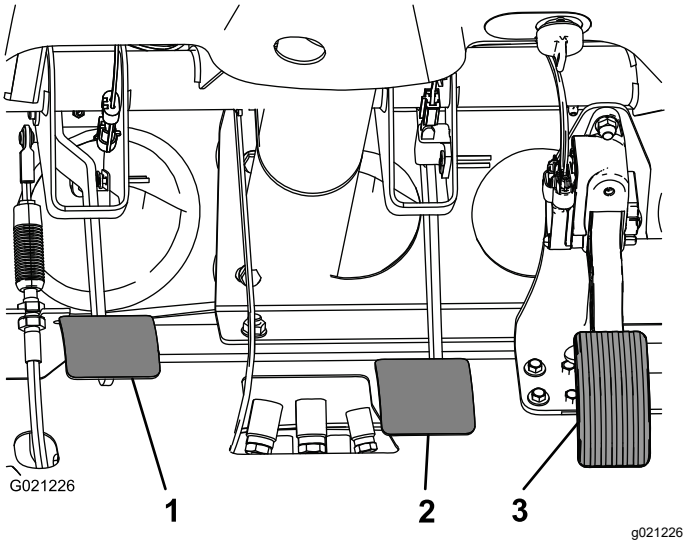

**Figur 66**
2. Lätta på bromspedalen (Figur 66) tills den vidrör ramen.
3. Lossa låsmuttrarna som håller oket till huvudcylinderaxeln (Figur 66).